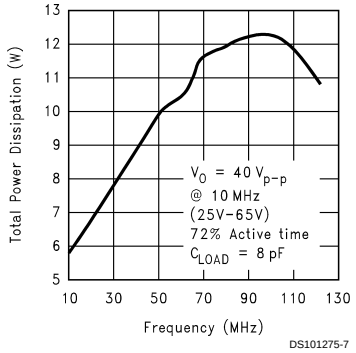

FIGURE 6. Power Dissipation vs Frequency
Figure 6 shows that total power dissipation of the LM2413 vs. Frequency when all three channels of the device are driving an 8 pF load. Typically the active time is about 72% of the total time for one frame. Worst-case power dissipation is when a one on, one off pixel is displayed over the active time of the video input. This is the condition used to measure the total power dissipation of the LM2413 at different input frequencies. *Figure 6* gives all the information a monitor designed normally needs for worst case power dissipation. However, if the designer wants to calculate the power dissipation for an active time different from 72%, this can be done using the information in *Figure 14*. The recommended input black level voltage is 1.9V. From *Figure 14*, if a 1.9V input is used for the black level, then power dissipation during the inactive video time is 1.95W. This includes both the 80V and 12V supplies.
3. Subtract the 0.6W from the power dissipation from *Figure 6*. For 100 MHz this would be 12.4 − 0.6 = 11.8W.
The LM2413 case temperature must be maintained below 100˚C. If the maximum expected ambient temperature is 70˚C and the maximum power dissipation is 12.2W (*Figure 6*) then a maximum heat sink thermal resistance can be calculated: